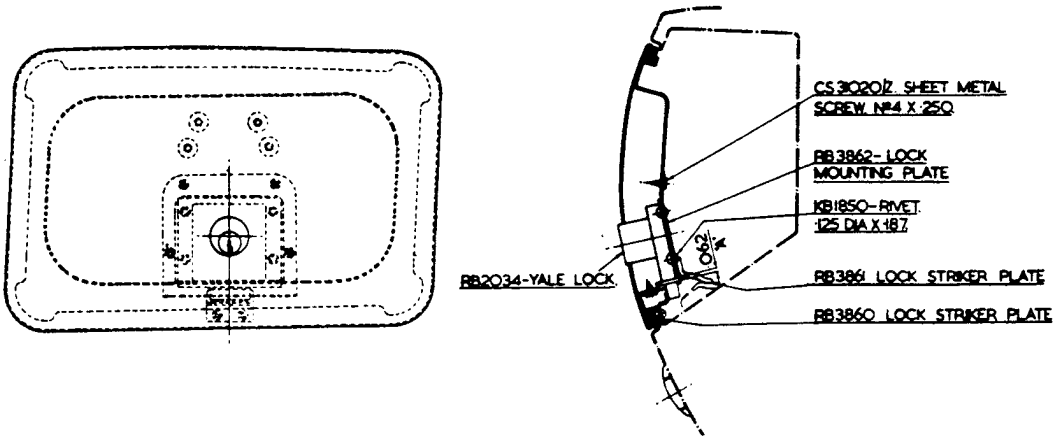

FIG. 3.
6. Weld the rear lock striker plate to the back of the lock mounting plate, ensuring that this is set 1/16" (1.6 m/m) inwards from the bottom edge of the mounting plate as shown in dimension "A" Fig. 3.
9. Remove the lock assembly and drill the inner door panel accordingly. Refit the lock assembly and secure to the door panel by means of the retaining screws as shown in Fig. 3.
10. Drill and secure the front striker plate to the interior flange of the filler compartment as shown in Fig. 3, using two 3-BA countersunk headed screws and nuts. Replace the rubber grommet after tightening the nuts.